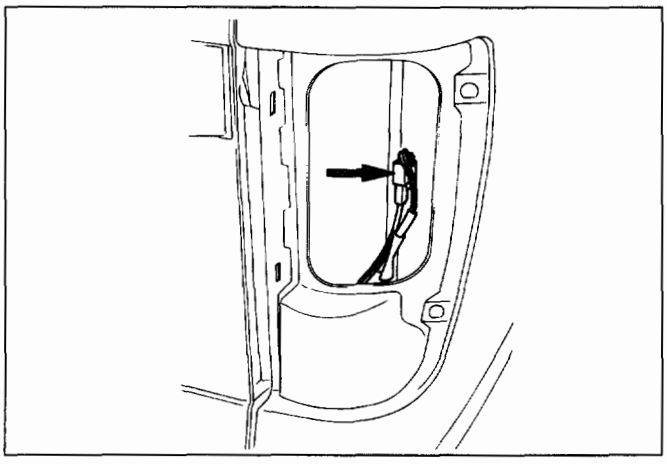

Fig. 10-145
1. **Rear combination light (RH)**
2. **Tailgate trim panel (RH)**
- Refer to "TAILGATE TRIM PANEL (RH)" in this section.
3. **Tailgate harness connection (Fig. 10-145)**